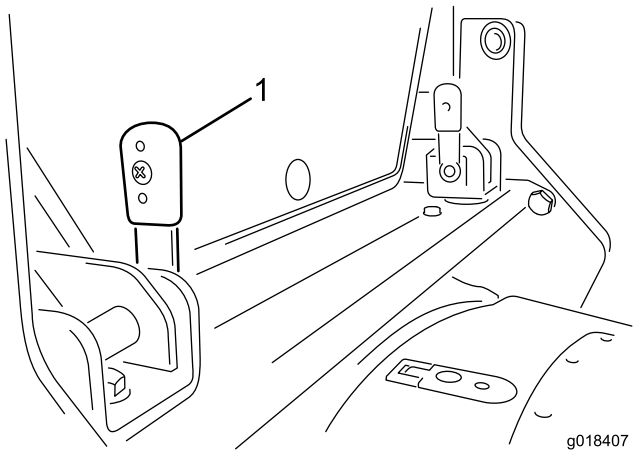

Figur 12
1. Vrid de två låsspakarna på tvärbalken på hyttens baksida så att de pekar uppåt (Figur 12).
3. Tryck spakarna genom fästena när de är i det vertikala läget (Figur 12).